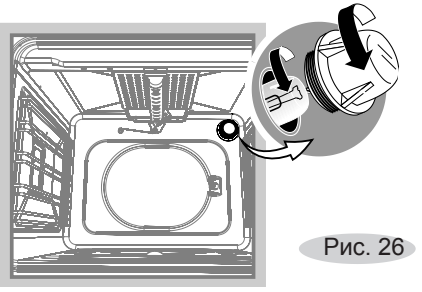

Рис. 26
- Открутите стеклянный плафон (рис. 26).